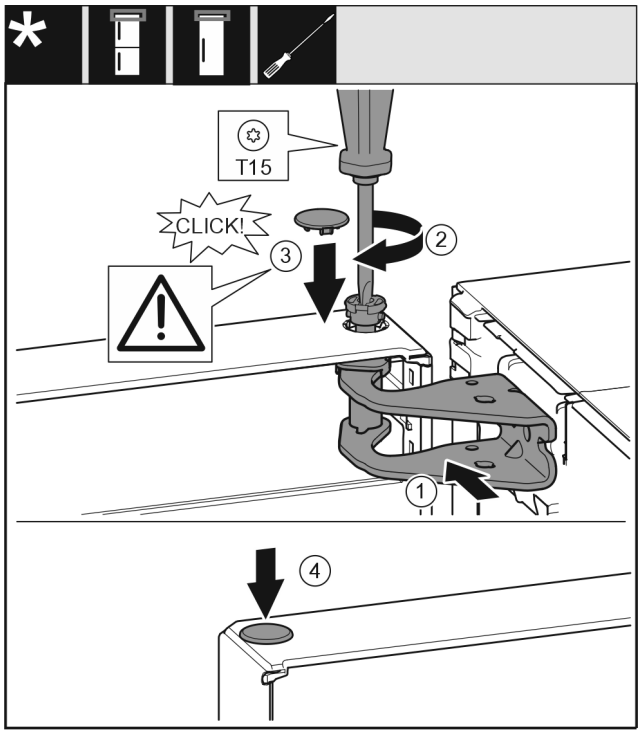

Fig. 30
- ▶ Dveře nahoře vyrovnejte s otvorem ve stojanu ložiska *Fig. 30 (1)*.
- ▶ Vložte čep *Fig. 30 (2)* a pevně jej utáhněte šroubovákem.
- ▶ Nasaďte kryt *Fig. 30 (3)*.
- ▶ Zkontrolujte, zda kryt *Fig. 30 (3)* doléhá na dveře.
- ▶ Nasaďte kryt *Fig. 30 (4)*.